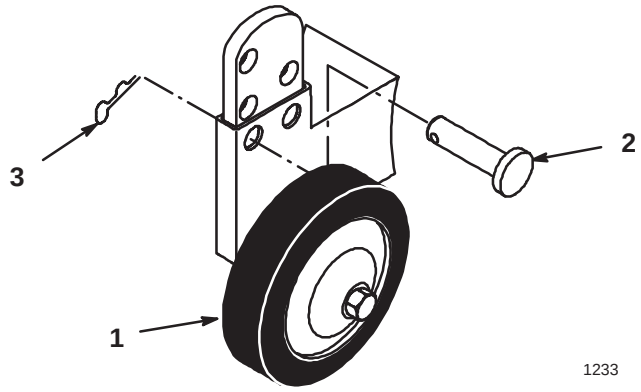

Figure 21
2. Retirer la goupille épingle et l'axe pour insérer ce dernier dans d'autres trous (Fig. 21).
3. Choisir les nouveaux trous pour que la roue de jauge soit à 1 cm (3/8") du sol lorsque le plateau est à la hauteur de coupe sélectionnée (Fig. 21).